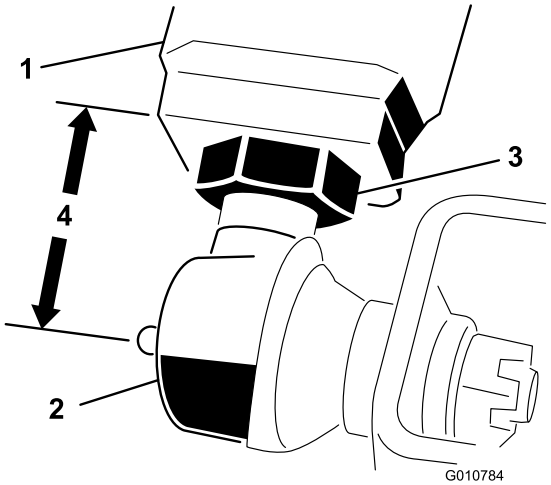

Figur 5
2. Mät avståndet från änden av varje lyftarm till mitten på kulleden (smörjnippel). Avståndet ska vara ca 60 mm (Figur 5).